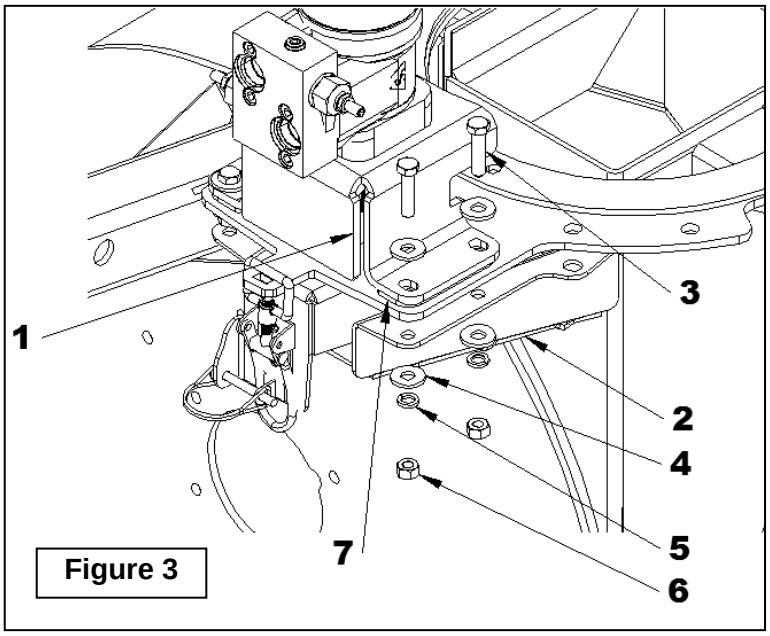

Figure 3
6. **Figure 3:** Reinstall the gear shield (item 1) with the rear reinforcement (item 2) and the motor spacers (item 7) using 3/8" x 1 1/2" bolts (item 3), flat washers (item 4), lockwashers (item 5) and nuts (item 6) previously removed and as shown in the figure.